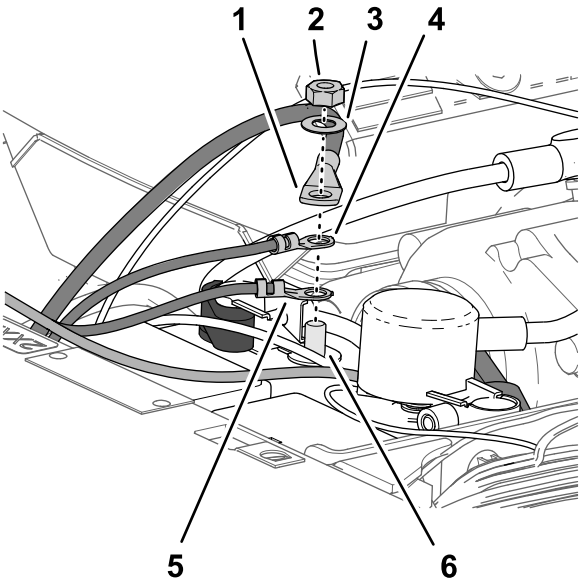

Figur 212
5. Monter følgende lednings- og kabelklemmer på gjengestangen til den negative batteriklemmen (Figur 212) i følgende rekkefølge: